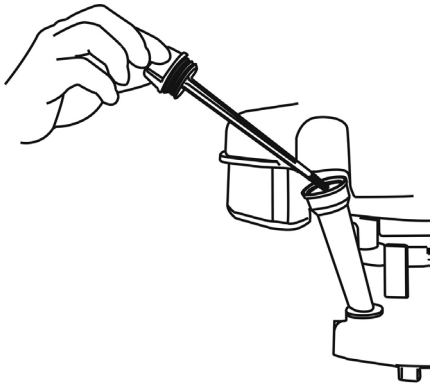

Рис. 7 Крышка-щуп маслозаливной горловины
2. Открутите крышку-щуп 1 маслозаливной горловины и извлеките щуп (Рис. 7).